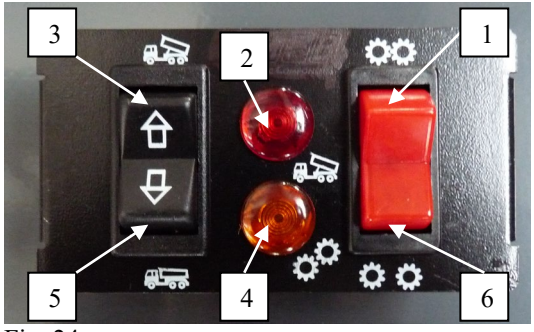

Fig. 24
7.3 Comandi per l'azionamento (IMPIANTI CON PRESA DI FORZA AL CAMBIO) (fig. 24)